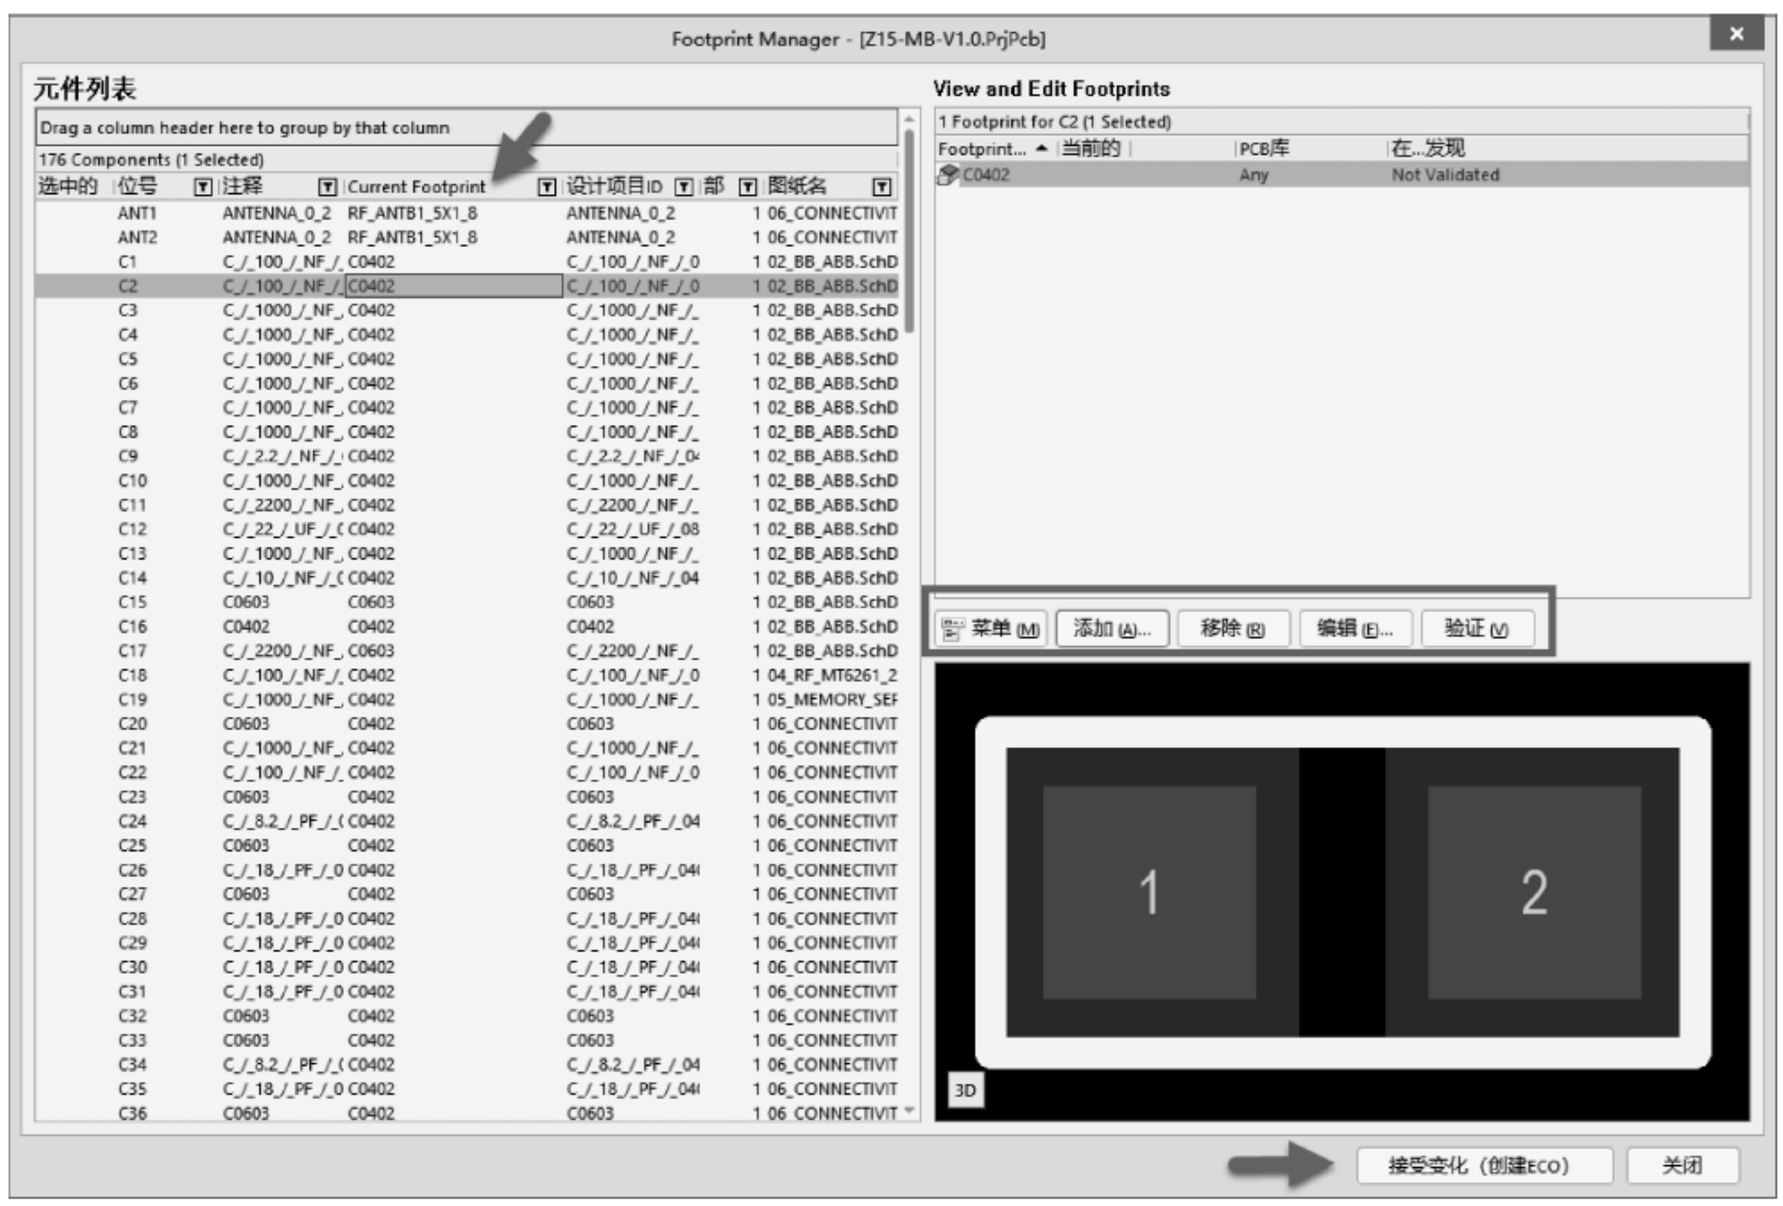

图 7-4 Footprint Manager 对话框
(1) 在原理图编辑界面中，执行菜单栏中“工具”→“封装管理器”命令，弹出 Footprint Manager 对话框，在对话框左侧可查看所有器件的各种信息，右侧可对元件的封装进行添加、移除和编辑等操作，使原理图元件与封装库中的封装能够一一匹配，如图 7-4 所示。
（2）观察图 7-4 左侧的 Current Footprint 一栏，确定已给全部元件选择好封装后，单击“接受变化（创建 ECO）”按钮，在弹出的“工程变更指令”对话框中，单击“执行变更”按钮，查看状态栏全部成功后，即可完成封装的匹配。